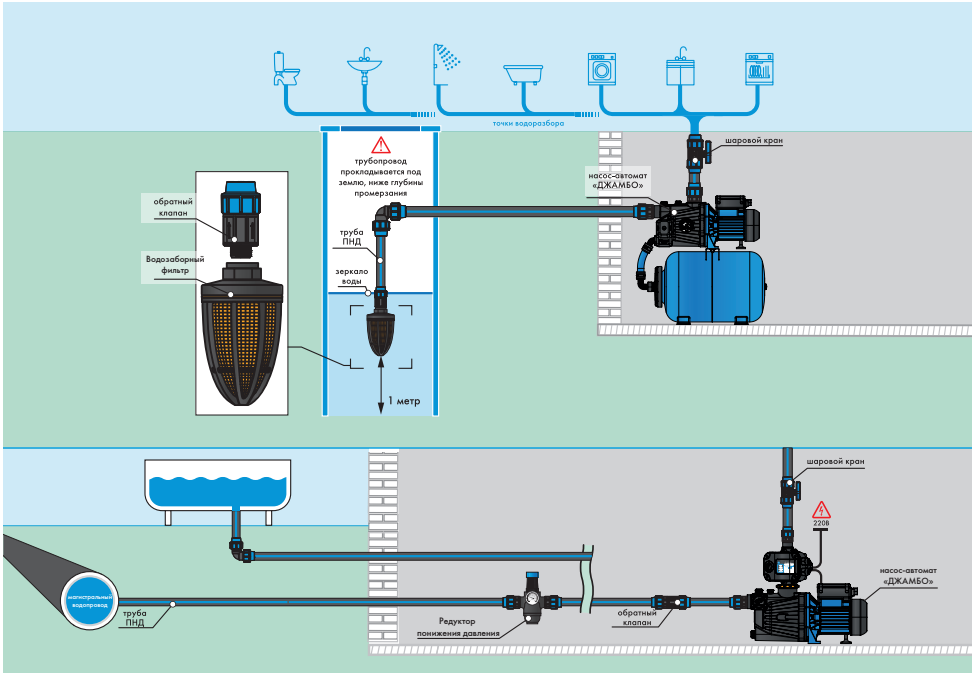

Рисунок 9
5.3. Возможная схема подключения насоса (рисунок 9)